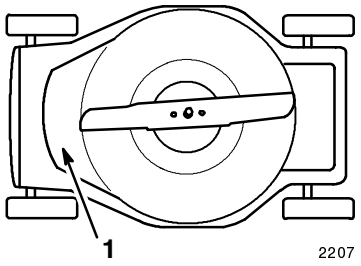

Figure 18
- Clean the underside of the lawn mower housing. Be particularly careful to keep the front cavity clear of all debris (Fig. 18). Remove dirt and grass clippings with a hardwood scraper. Avoid burrs and sharp edges.
3. Tip the lawn mower on its side (Fig. 18).